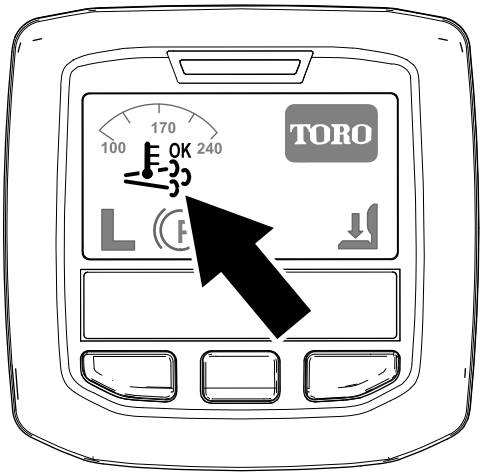

**Figuur 37**
- Het pictogram ondersteunde/reset regeneratie verschijnt op het InfoCenter (Figuur 37).